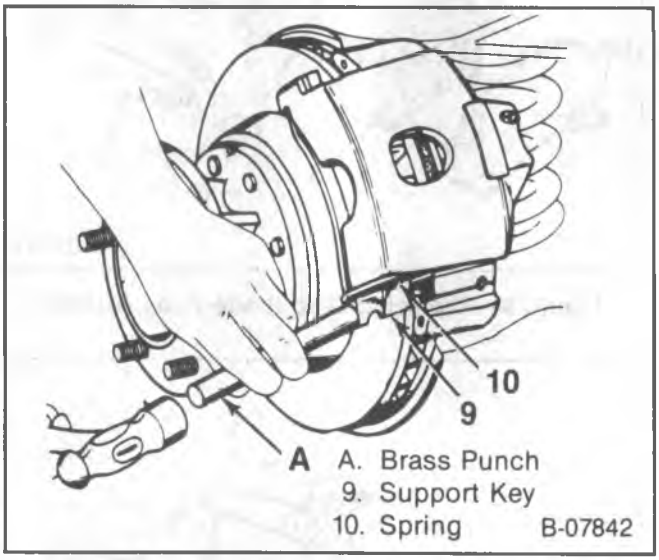

Figure 14—Installing the Caliper Support Key
4. Spring (10) and support key (9).
- Use a brass punch and a hammer to drive the support key in place (figure 14).